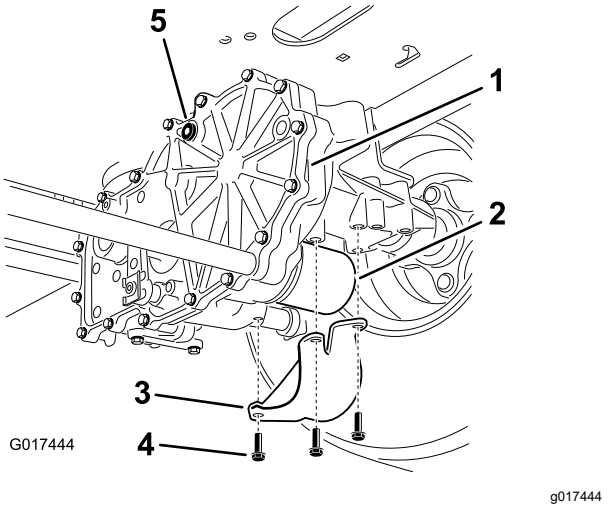

**Figur 70**
4. Finn filteret og vernene på hvert transakseldrivsystem (Figur 70).
5. Fjern de tre skruene som fester filtervernet og vernet (Figur 70).